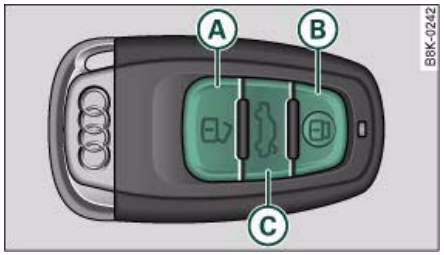

Fig. 38 Remote control key: Control buttons
– Press the button to unlock the vehicle ⇒ fig. 38.
If you select "Locking boot lid/tailgate" **on**, you can no longer open the luggage compartment using the handle on the boot lid ⇒ *page 52*, fig. 46. In this case, you can open the boot lid using the button on the remote control key ⇒ *page 47*, fig. 38 or the unlock switch on the driver's door ⇒ *page 51*, fig. 45.